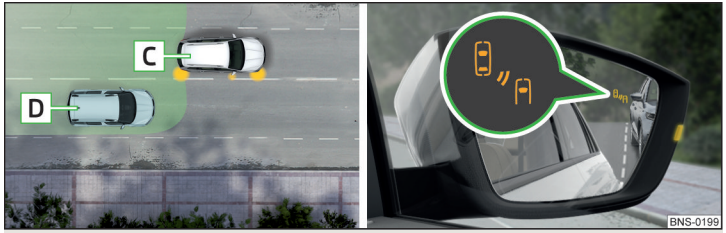

Fig. 213 **Situación de conducción / Testigos de control en el retrovisor derecho avisa sobre la situación de conducción**
- Su vehículo **C** adelanta el vehículo **D** con una velocidad mayor de 10 km/h » fig. 213. Si la velocidad es mayor durante el adelantamiento, entonces no se realiza ninguna advertencia por medio de los testigos de control.